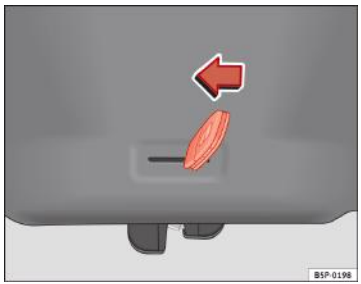

Fig. 50 Hayonul: deschidere de urgență
– Introduceți cheia în fantă şi descuiați sistemul de încuiere rotind cheia de la dreapta la stânga, conform săgeții ⇒fig. 50.